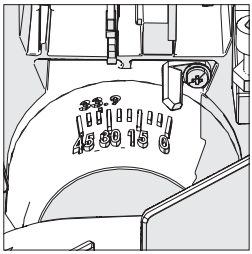

Fig. 23
- Incline la cabeza de corte hasta el ángulo deseado. Se proporciona una escala graduada para ayudar en el ajuste **(Fig. 23)**.